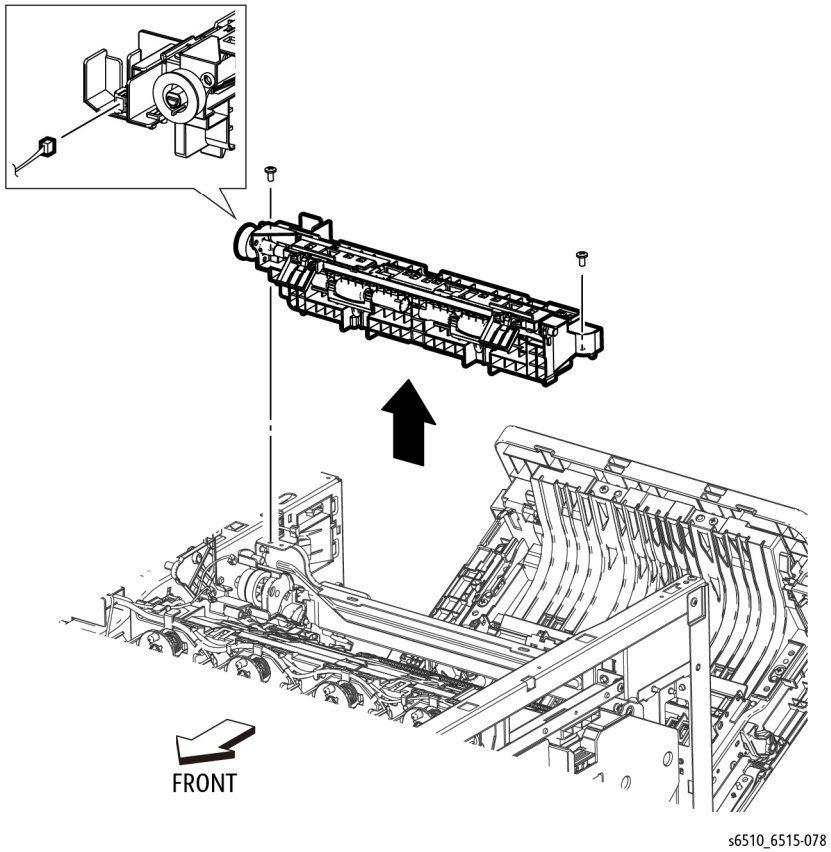

Figure 1 Remove the Exit Chute Assembly
3. Refer to Figure 1 to remove the two screws (silver, M3x6mm) and remove the Exit Chute Assembly.
4. Refer to Figure 1 to unplug the connector (P/J272) from the Exit Chute Assembly.